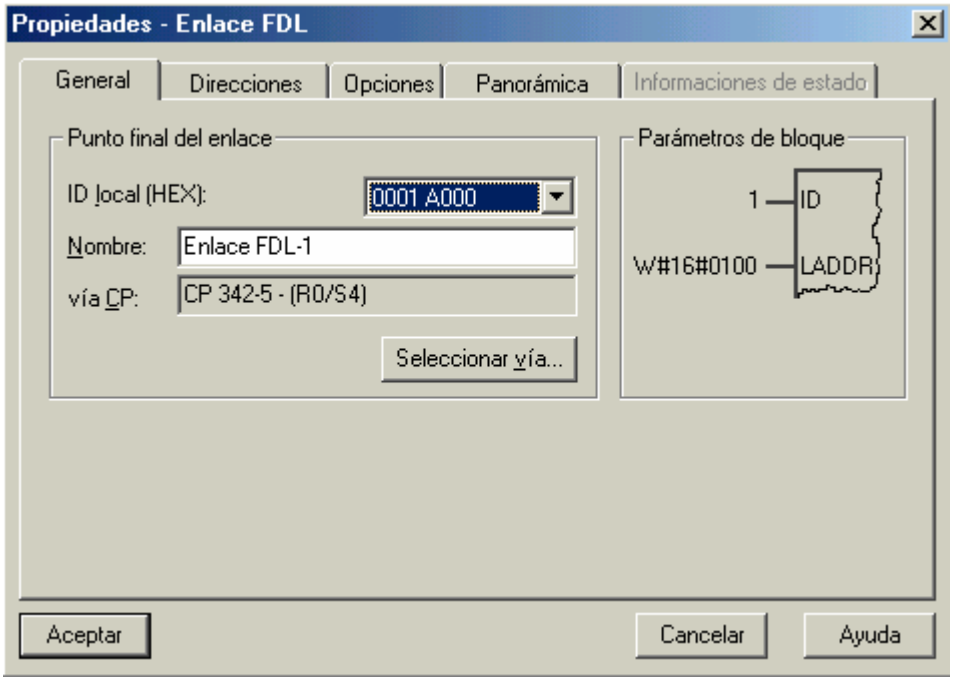

Figura 14. Cuadro de diálogo Propiedades del enlace FDL. Ficha "General".
Si en el cuadro de diálogo de Nuevo enlace seleccionó la opción Visualizar diálogo de propiedades, o si una vez creado el enlace se sitúa sobre su correspondiente línea en la lista de enlaces y pulsa el botón derecho del ratón y elige la opción Propiedades del objeto, o selecciona la opción de menú Edición → Propiedades del objeto, se abrirá el cuadro de diálogo Propiedades del enlace FDL (figura 14).
***Ficha General*.** La ficha "General" (véase figura 14) indica los parámetros globales del enlace, así como el nombre local del enlace FDL. El ID (número que identifica el enlace) local es idéntico al ID de la tabla de enlaces y se visualiza aquí por motivos de asignación. La siguiente tabla describe de forma resumida el significado de todos y cada uno de los campos de esta ficha.